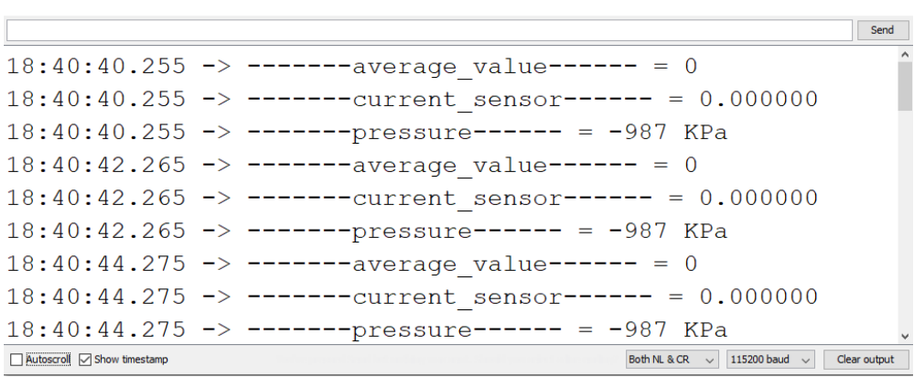

Figure 26: SUP-P300 Hydraulic Pressure sensor data logs
4. When you successfully uploaded the example sketch, open the Serial Monitor of the Arduino IDE to see the sensor's reading logs, as shown in **Figure 26**.